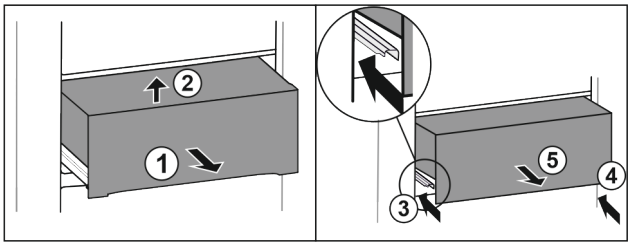

Fig. 31
▶ Витягніть ящик на половину *Fig. 31 (1)*.
▶ Підняти вперед *Fig. 31 (2)*.
▶ Вставити ліву рейку *Fig. 31 (3)*.
▶ Вставити праву рейку *Fig. 31 (4)*.
▶ Вийняти висувний ящик рухом вперед *Fig. 31 (5)*.